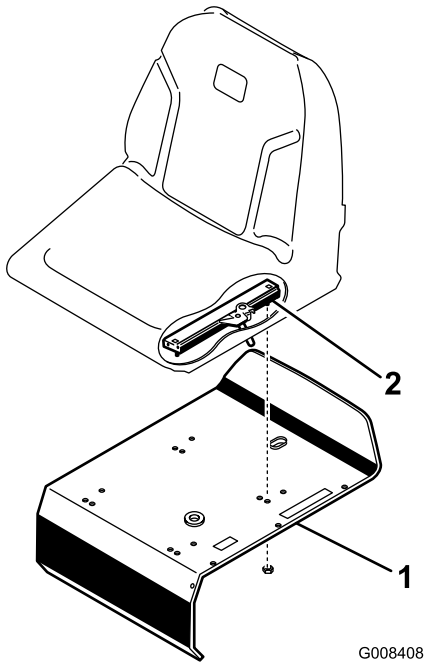

**Figur 3**
3. Fest seteskinnene til setestøtten med låsemutrene (5/16") (Figur 3) følger med i løse deler.